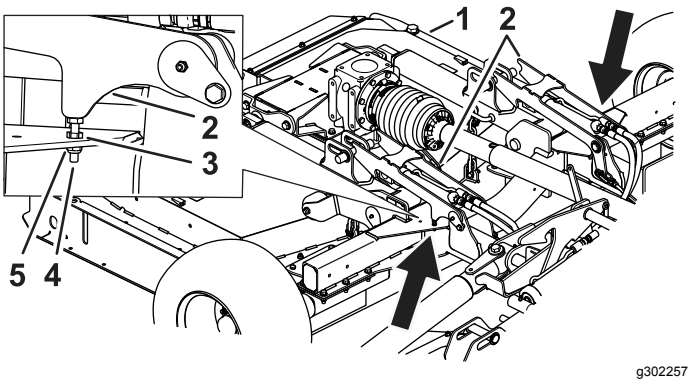

Figur 85
1. Lossa kontramuttern (Figur 85).
2. Justera skruven uppåt eller nedåt för att korrigera klippdäckslåsplatsen för att spärra däcksprintarna (Figur 85).
3. Dra åt kontramuttern och muttern när skruven justerats (Figur 85).